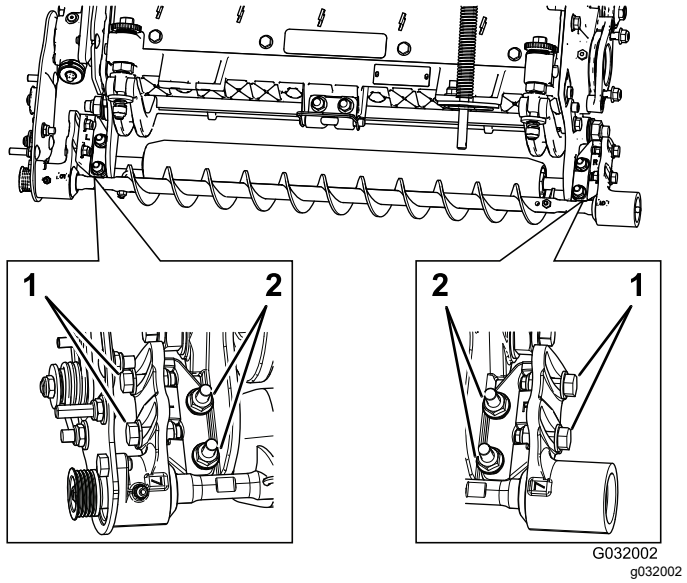

Figur 13
A. Løsn de 2 flangelåsemøtrikker, der fastgør rullebørstens monteringsbeslag til klippeenhedens sideplade (Figur 13).
B. Drej rullebørstens lejehus, indtil børstepladen bliver parallel med klippeenhedens sideplade (Figur 13).
C. Stram de 2 flangelåsemøtrikker, der fastgør rullebørstens monteringsbeslag til klippeenhedens sideplade (Figur 13).
1. Løsn de to bolte, der fastgør hvert af rullebørstens lejehuse til rullebørstens monteringsbeslag (Figur 13).